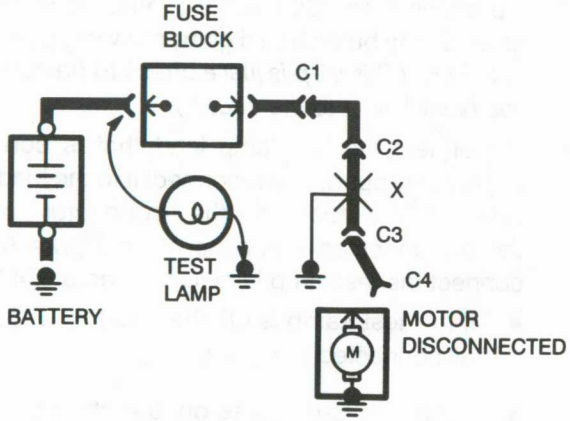

Figure 5—Short Check
A fuse that repeatedly blows is usually caused by a short to ground. It's important to be able to locate such a short quickly (Figure 5).
- Motors: disconnect motor connector (Connector C4 in Figure 5)
5. Disconnect the test lamp lead that is connected to ground, and reconnect it to the load side of the fuse at the connector of the disconnected component. (In Figure 5, connect the test lamp lead to connector C4.)
- If the Test Lamp goes on, the short is in the wiring. You must find the short by disconnecting the circuit connectors, one at a time, until the Test Lamp goes out. For example, in figure 5 with a ground at X, the bulb goes out when C1 or C2 is disconnected, but not after disconnecting C3. This means the short is between C2 and C3.